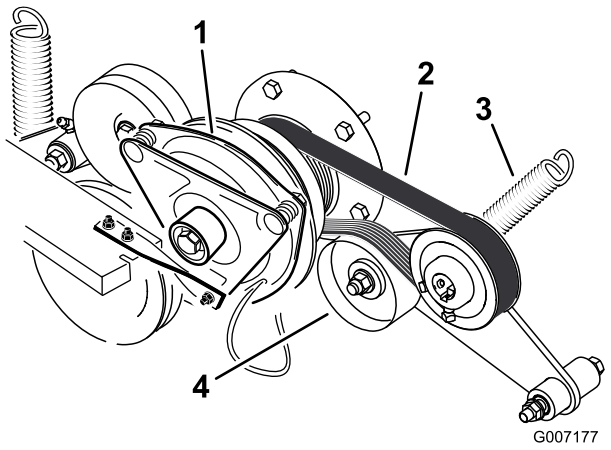

Figuur 62
3. Haal de veer van de arm van de spanpoelie (Figuur 62).
4. Plaats een nieuwe riem rond de motorpoelie en de poelie van de pomp van het hydraulische systeem (Figuur 62).
6. Monteer de veer op de arm van de spanpoelie (Figuur 62).